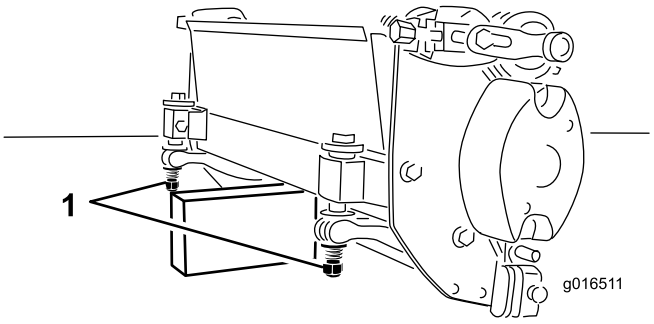

Figura 6
Cuando sea necesario inclinar la unidad de corte para tener acceso a la contracuchilla/el molinete, afiance la parte trasera de la unidad de corte para asegurarse de que las tuercas de los tornillos de ajuste de la barra de asiento no estén apoyadas en la superficie de trabajo (Figura 6).
2. Incline el cortacésped para tener acceso a la contracuchilla y al molinete. **Asegúrese de que las tuercas de los extremos de los tornillos de ajuste de la barra de asiento no están apoyadas en la superficie de trabajo (Figura 6).**
Importante: Cuando sea necesario inclinar la unidad de corte para tener acceso a la contracuchilla/el molinete, apoye la parte trasera de la unidad de corte para asegurarse de que las tuercas de los tornillos de ajuste de la barra de asiento no estén apoyadas en la superficie de trabajo (Figura 6).